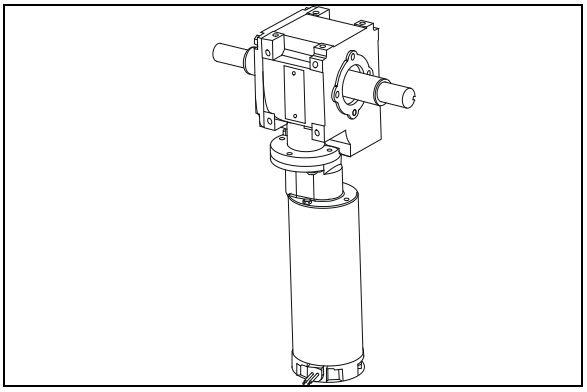

FIGURE 39: MOTEUR ÉLECTRIQUE ET RÉDUCTEUR DE VITESSE
1. Dévisser toutes les vis de pression sur les fourches de l'arbre d'entraînement (item 4 dans les TABLEAUX DES COUPLES DE SERRAGE). Glisser l'arbre d'entraînement vers le réducteur pour enlever la fourche de l'arbre de pignon. (Item 1, Figure 39)